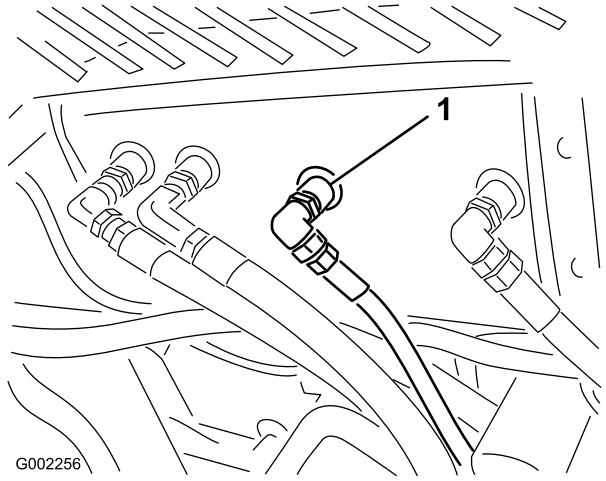

Figuur 58
2. Reinig de omgeving van een fitting van een hydraulische slang op de bodem van de hydraulische tank (Figuur 58).
4. Verwijder de fitting van de slang uit de tank zodat de vloeistof in de opvangbak kan lopen (Figuur 58).